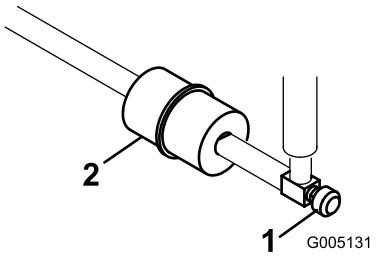

Figur 29
Det indbyggede brændstoffilter befinder sig i brændstofledningen mellem brændstoftanken og karburatoren (Figur 29).
1. Luk brændstofafbryderventilen (Figur 29).
2. Placer en dræningsbakke under filteret, løsn slangeklemmen på karburatorsiden af filteret, og fjern brændstofledningen fra filteret (Figur 29).
3. Løsn den anden slangeklemme, og fjern filteret (Figur 29).